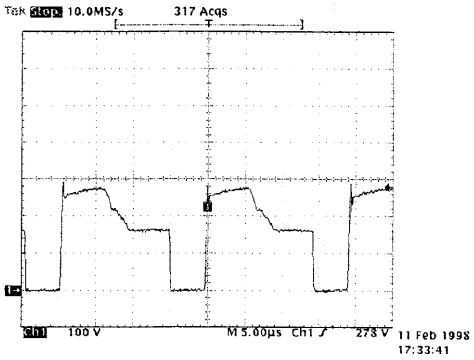

FIG. 12 REF. 1
- on the electronic board (ref. 1) short-circuit points U, T and a rheophore of the primary circuit of the transformer (fig. 12)switch on
4. Set the regulation knob to the centre of the dial, switch on the generator, turn the knob to the maximum welding current and read with the amperometer the maximum current indicated on the technical table with +/- 5% tolerance. You will see on the oscilloscope a waveform as in fig. 12.